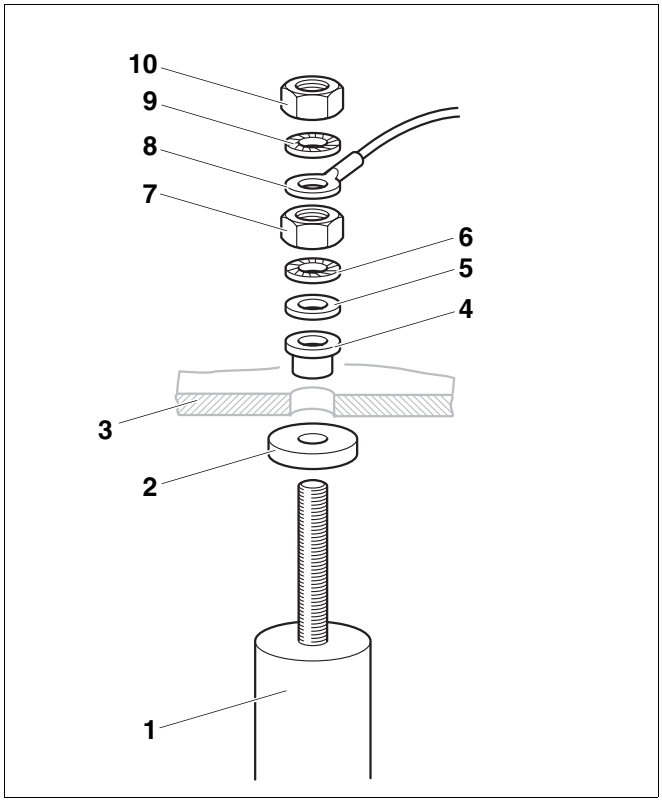

Abb. 51 Magnesiumanode austauschen
- Wenn die Magnesiumanode verbraucht ist: Neue Magnesiumanode montieren (➔ Abb. 51).